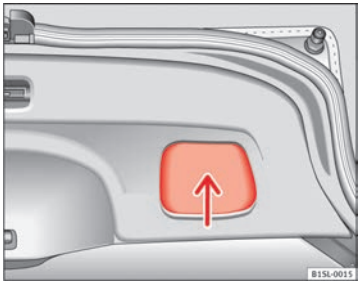

Fig. 23 Hayon arrière ouvert : cavité pour tirer. ▶
- Saisissez la cavité du revêtement intérieur du hayon arrière ⇒ fig. 23 (flèche).